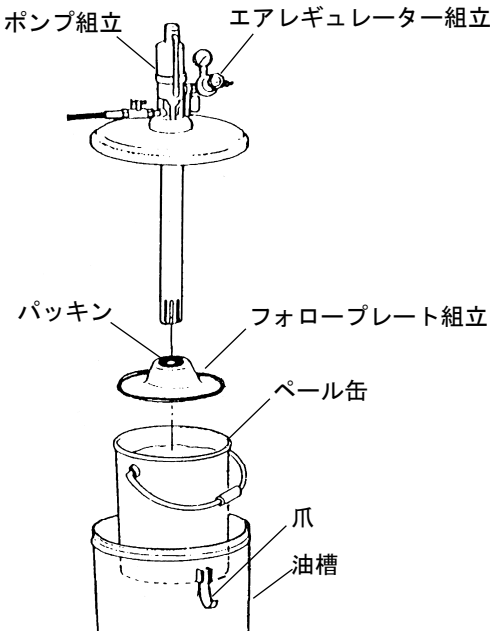

Fig. 1
4) フォロープレート組立を向きに注意しながらグリースの表面に平らに置き、中央のパッキン部からグリースが出る位まで、手でもみ込むようにして下方に押し付けてください（Fig. 1）。
6) ポンプ吐出口に付属の高圧ホースと高圧グリースガンを取り付け、各接続部を確実に締め付けてください（Fig. 1）。